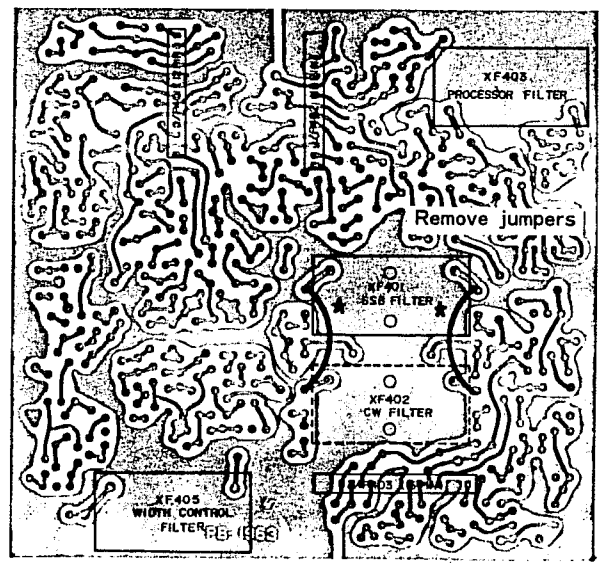
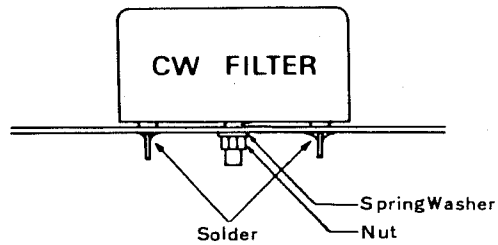

Figure 3
Figure 4
4. Entsprechend Fig. 3 und Fig. 4 nun das CW-Filter in die zugehörigen Löcher einsetzen. Die Befestigungsmuttern müssen gut angezogen und die Stifte des Filters mit der Leiteplatte verlötet werden. Die zwei Drahtbrücken nach Fig. 3 sind zu entfernen.